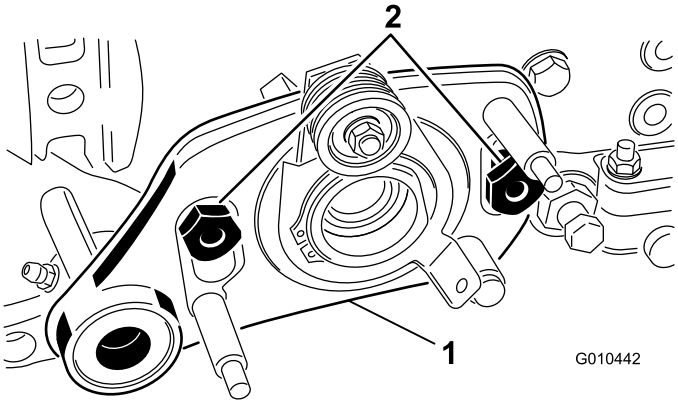

Figura 35
8. Rimuovete i 2 dadi di spallamento che fissano il gruppo di rotazione del groomer agli adattatori della piastra laterale (Figura 35).